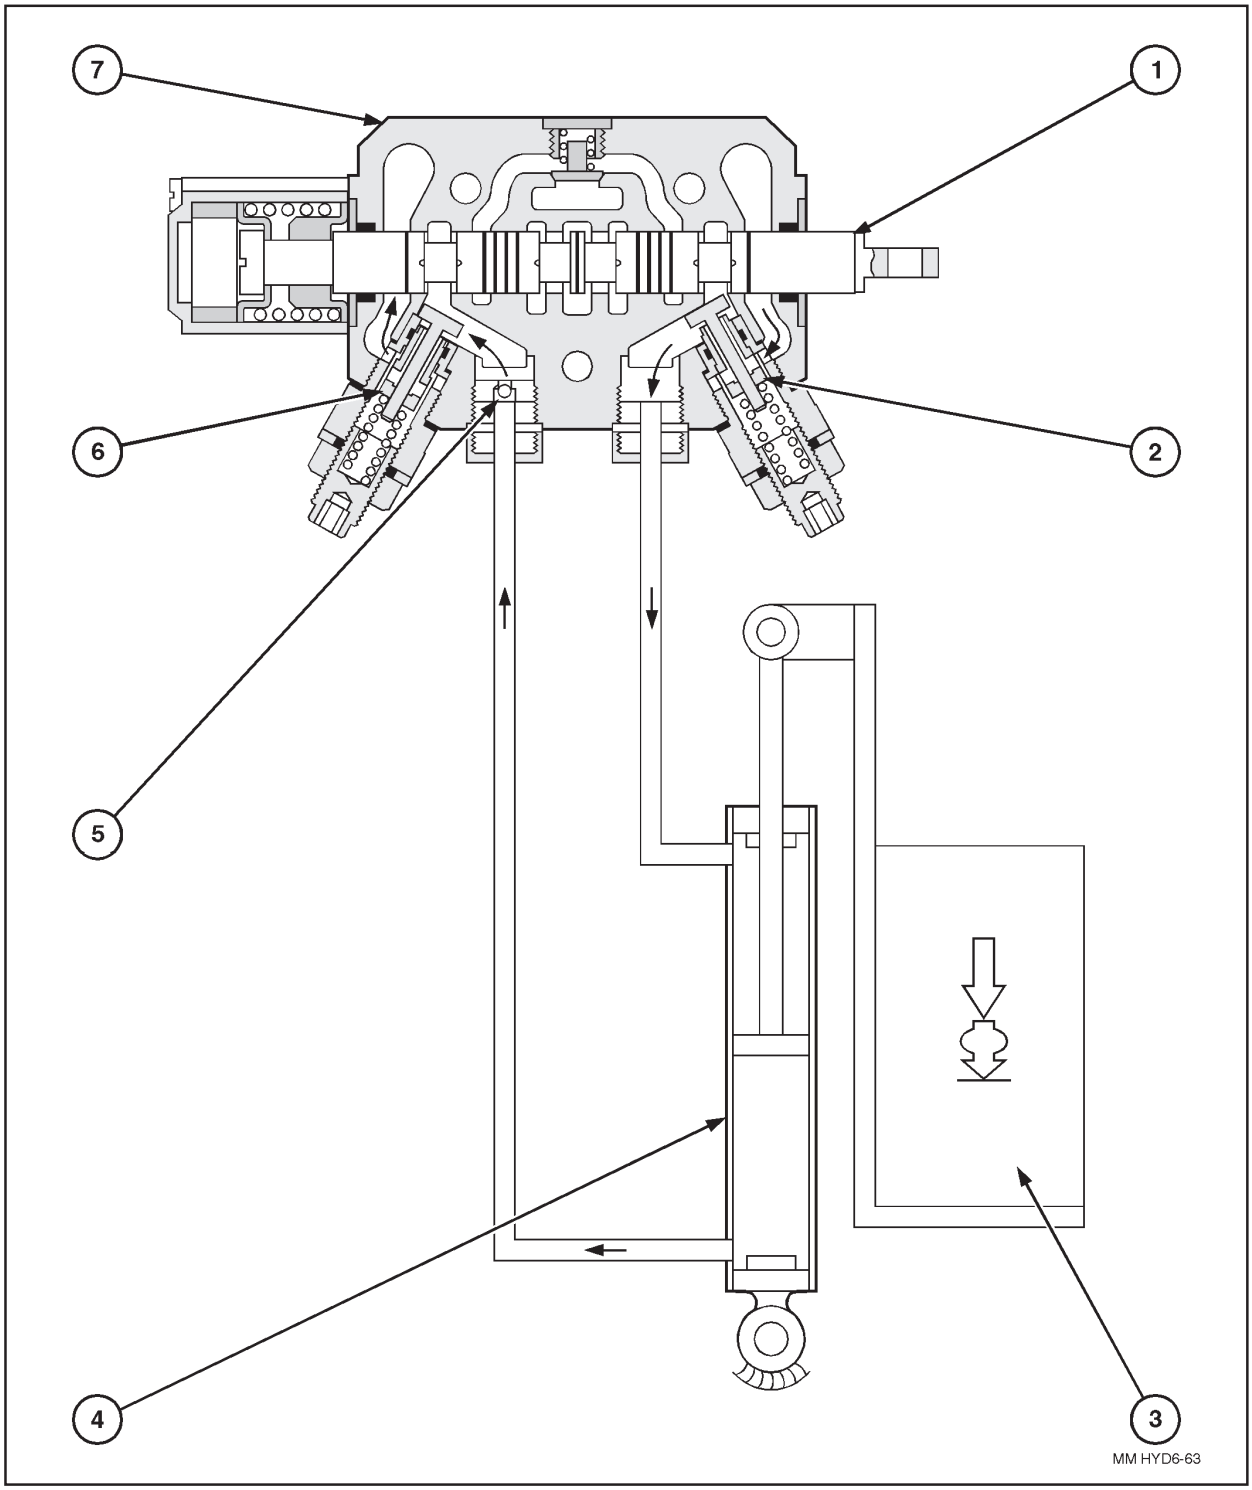

**FIGURE 30. LIFT CIRCUIT IN SHOCK RELIEF CONDITION**
- This condition is shown in the lift circuit in figure 30, where excessive cylinder pressure below the piston is limited by the service port relief valve providing a progressive deceleration of the load.